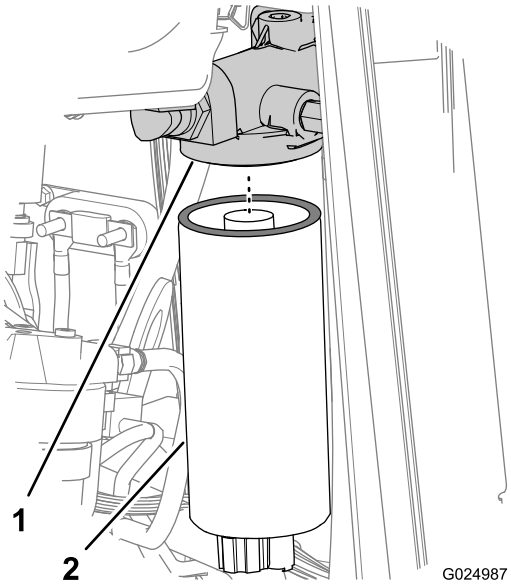
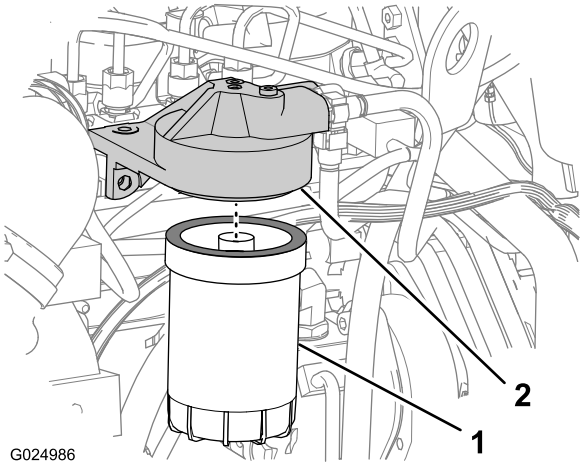

Figura 73
Figura 74
7. Allentate e rimuovete il filtro carburante principale (Figura 73).
9. Allentate e rimuovete il filtro carburante secondario (Figura 74).
1. Pulite le superfici di tenuta degli adattatori dei filtri principale e secondario (Figura 73 e Figura 74).
3. Montate il filtro carburante principale sull'adattatore del filtro e serrate il filtro fino a quando la guarnizione non entra in contatto con la superficie della testa del filtro (Figura 73).
6. Montate il filtro carburante secondario sull'adattatore del filtro e serrate il filtro fino a quando la guarnizione non entra in contatto con la superficie della testa del filtro (Figura 74).